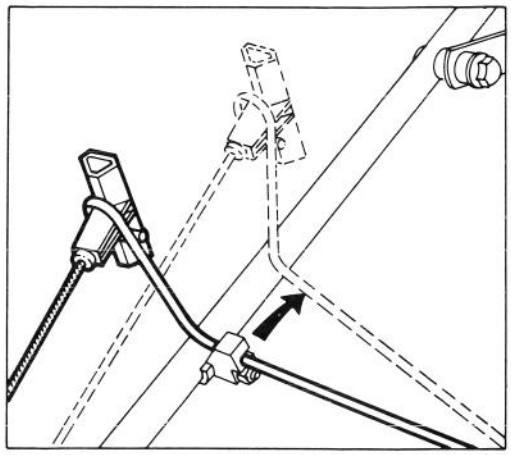

Afbeelding 8
3. Gooi de kabel naar rechts (Afb. 8).
7. Herhaal stap 4 en 5 om de zak weer te installeren gooi daarna de kabel naar links in de steunarm (Afb. 8).